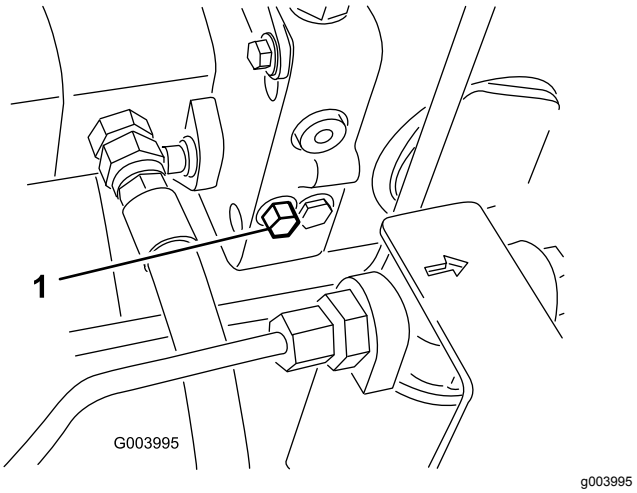

Figur 68
1. Vrid bulten 1–1,5 varv för att öppna ventilen och låta olja avledas internt (Figur 68).